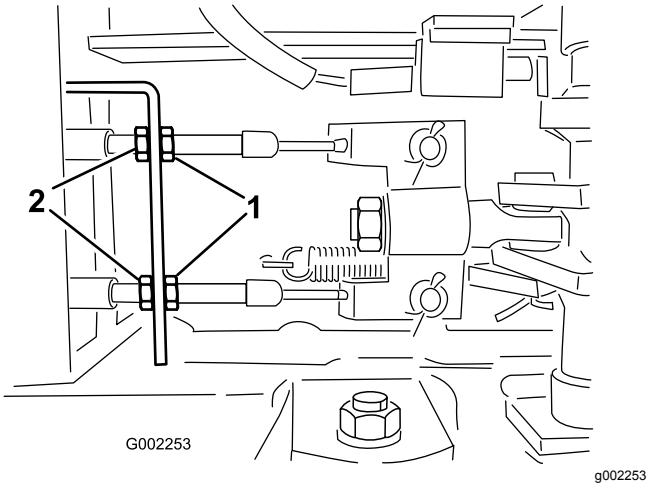

Figur 87
5. Stäng tömningsventilen (Figur 87).
5. Lossa de främre muttrarna på bromskablarna under grässprutans framdel (Figur 87).
6. Dra åt de bakre muttrarna lika mycket tills bromspedalen kan röra sig 1–2 cm innan du känner något motstånd (Figur 87).